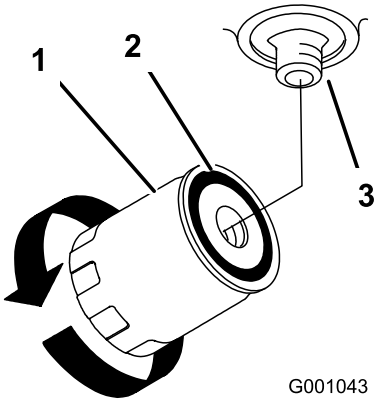

Rysunek 80
4. Nanieś cienką warstwę oleju hydraulicznego na gumową uszczelkę nowego filtra (Rysunek 80).
7. Napełnij zbiornik hydrauliczny olejem hydraulicznym, aż olej przepełni filtr, a następnie obracaj filtr oleju w prawo aż uszczelka gumowa zetknie się z adapterem filtra, po czym dokręć filtr dodatkowo o 1/2 obrotu (Rysunek 80).